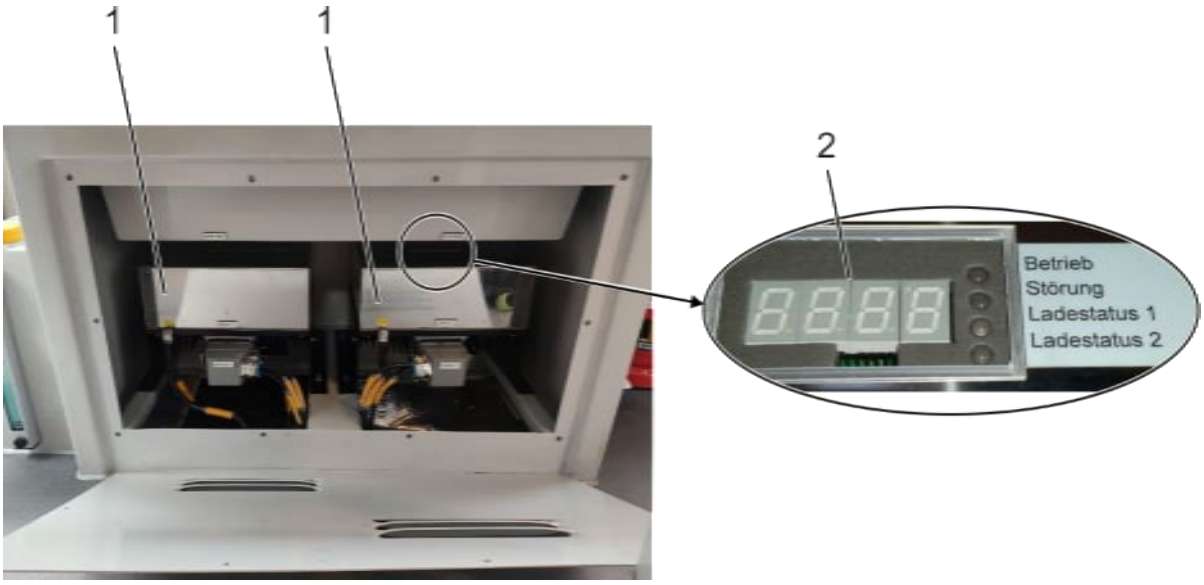

Fig. 35: Caricabatterie
Sul veicolo sono montati due caricabatterie, cfr. Fig. 35 (1), contenuti nella cassa della panchina della cabina di guida. I caricabatterie possono fornire una corrente di carica di solo 30A. Perciò non possono essere considerati equivalenti all’alternatore.